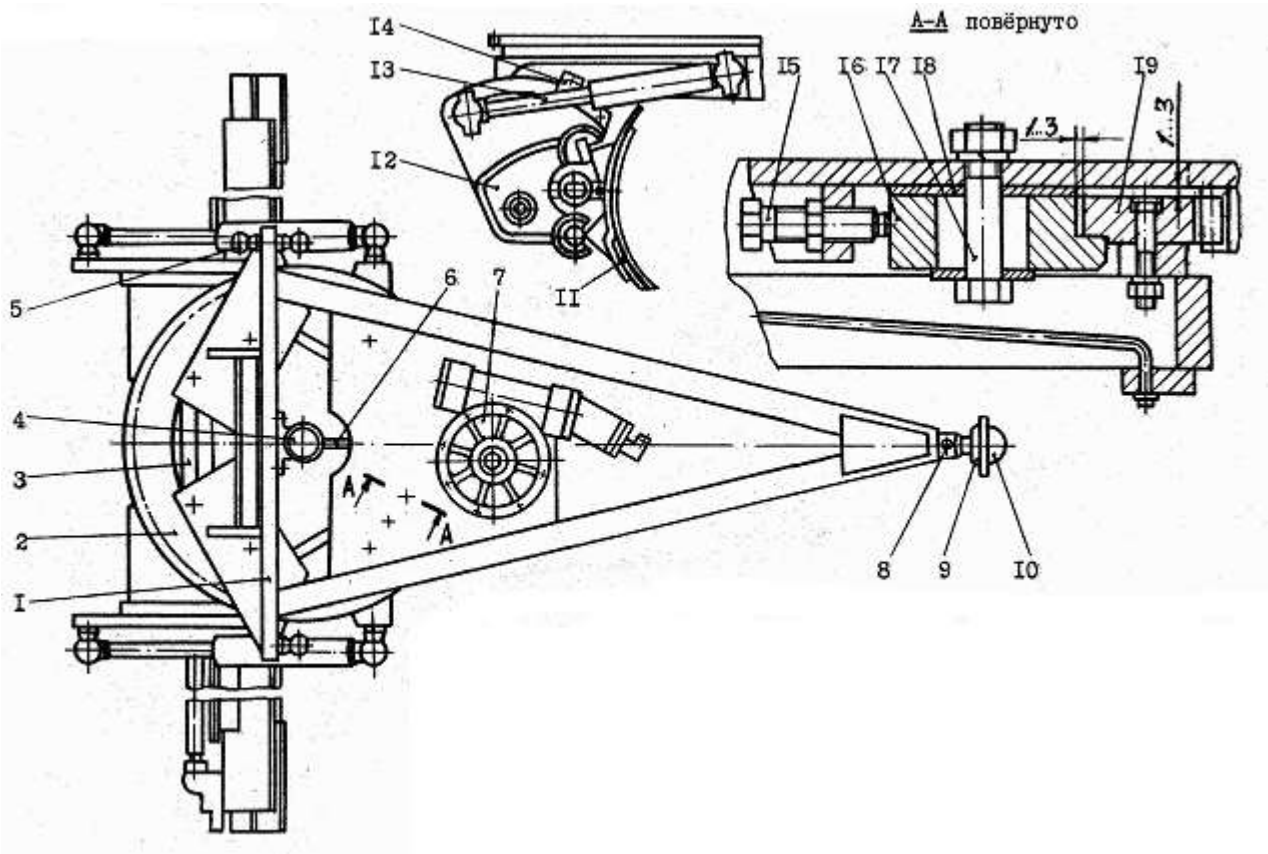

Рисунок 31 Рабочий орган – отвал
1.2.10.1 Основной рабочий орган - отвал **(рисунок 31).** Он состоит из трех крупных узлов: тяговой рамы 1, поворотного круга 2, отвала 11 и закрепленных на них агрегатов.